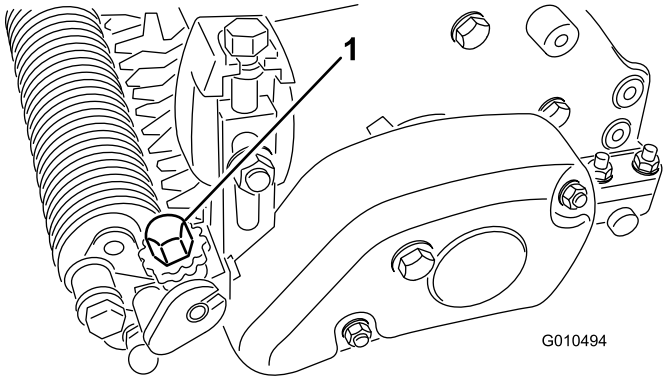

Bild 25
6. Drehen Sie das Handrad zur Höheneinstellung am Groomer, um die Messerspitze auf die gewünschte Groominghöhe anzuheben oder abzusenken (Bild 25).